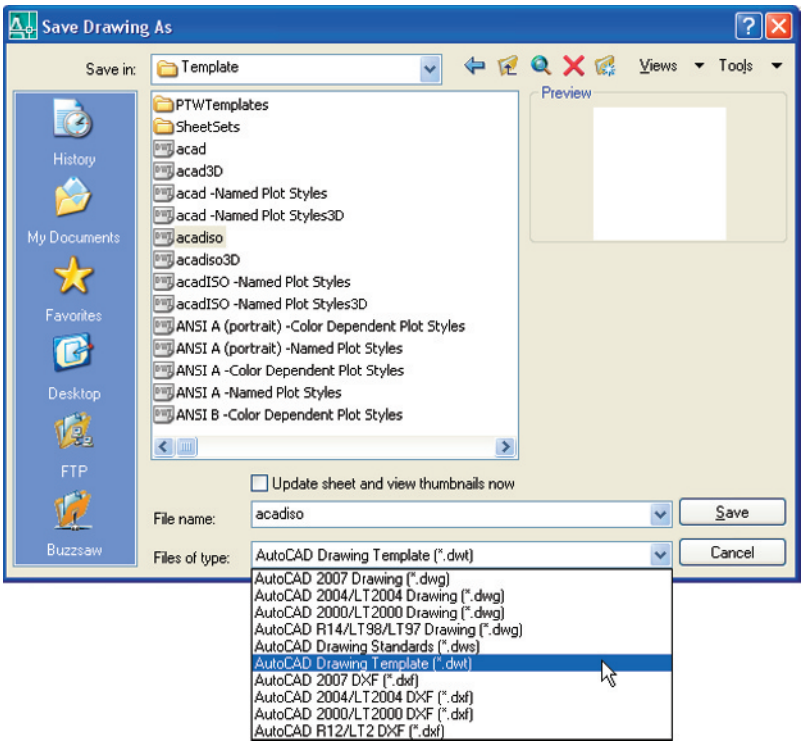

Fig. 4.21 Saving the template to the name **acadiso.dwt**
2. In the **Save Drawing As** dialog which comes on screen (Fig. 4.21), *click* the arrow to the right of the **Files of type** field and in the popup